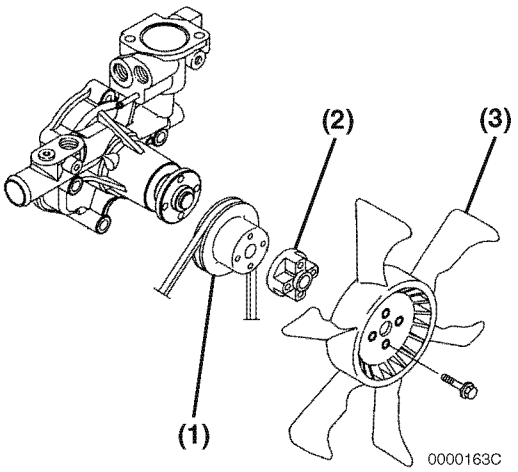

Figure 9-15
Remove the cooling water fan guard (if equipped), cooling fan **(Figure 9-15, (3))**, spacer **(Figure 9-15, (2))**, cooling water pump V-pulley **(Figure 9-15, (1))**, and V-belt.